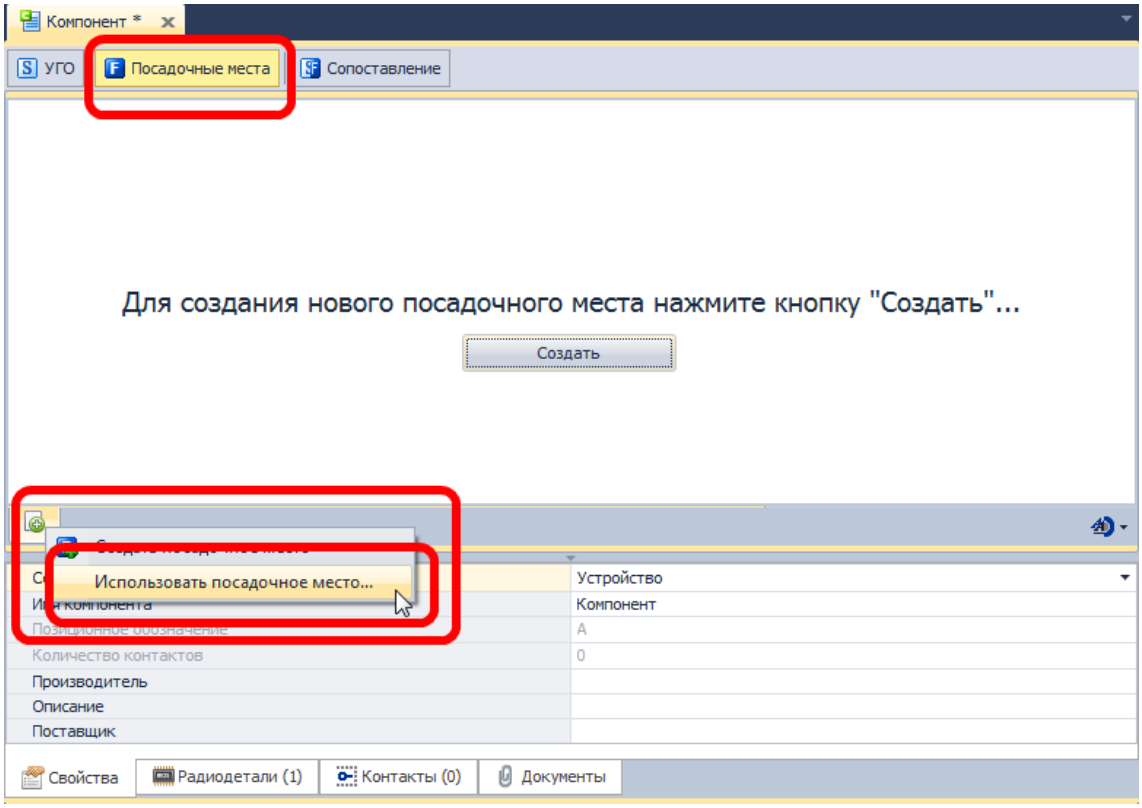

Рис. 268. Запуск выбора готового посадочного места
2. Выбрать пункт «Использовать посадочное место» в контекстном меню, вызываемом на кнопке «Создание/Использование посадочных мест», см. Рис. 268.